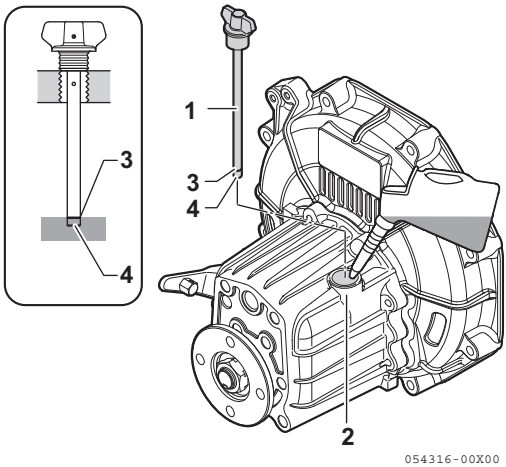

Figur 7
1. Sørg for, at motoren er slukket. Sørg for, at motoren er så plan som muligt, og aftør området omkring maringearets påfyldningsmunding **(Figur 7, (2))**.
3. Fjern oliepinden **(Figur 7, (1))**, og tør den af med en ren klud.
4. Stik oliepinden helt ned igen uden at skrue den i. Se illustrationen **(Figur 7)**.
5. Fjern oliepinden. Oliestanden bør være mellem øverste **(Figur 7, (3))** og nederste **(Figur 7, (4))** streg på oliepinden.
3. Fyld olie på indtil den øvre grænse på oliepinden **(Figur 7, (3))**. Se specifikationerne for maringearolie på side 29.